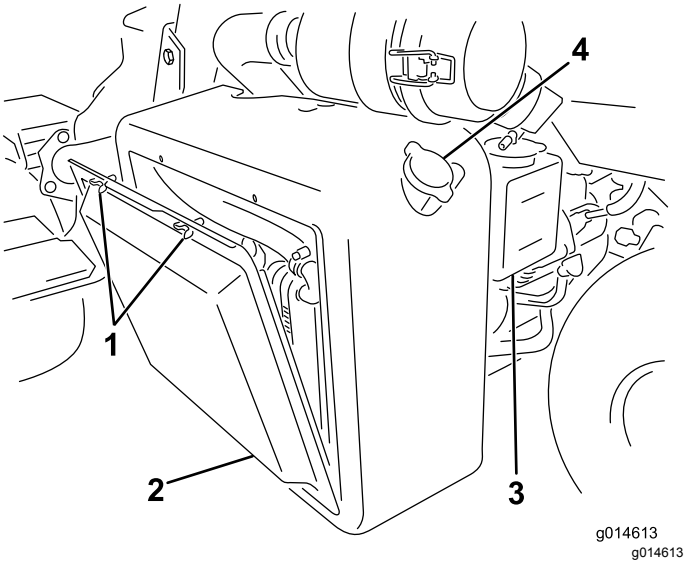

Rysunek 38
1. Zdejmij osłonę chłodnicy (Rysunek 38).
2. Sprawdź poziom płynu chłodzącego (Rysunek 38 oraz Rysunek 39).